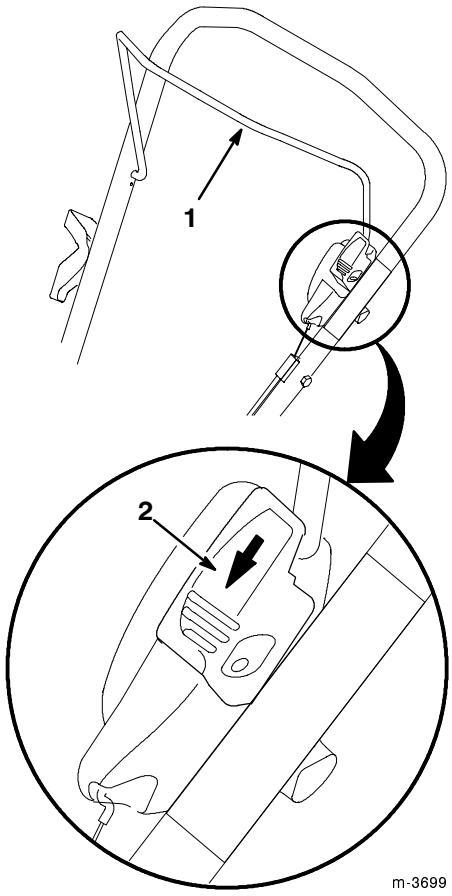

Figure 15
3. Pull the control bar toward the handle while pushing down the slide on the control (Fig. 15).